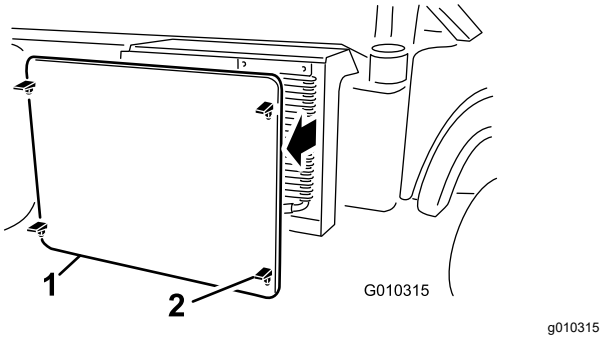

Figur 52
5. Løsn og fjern kølergitteret foran på køleren (Figur 52).